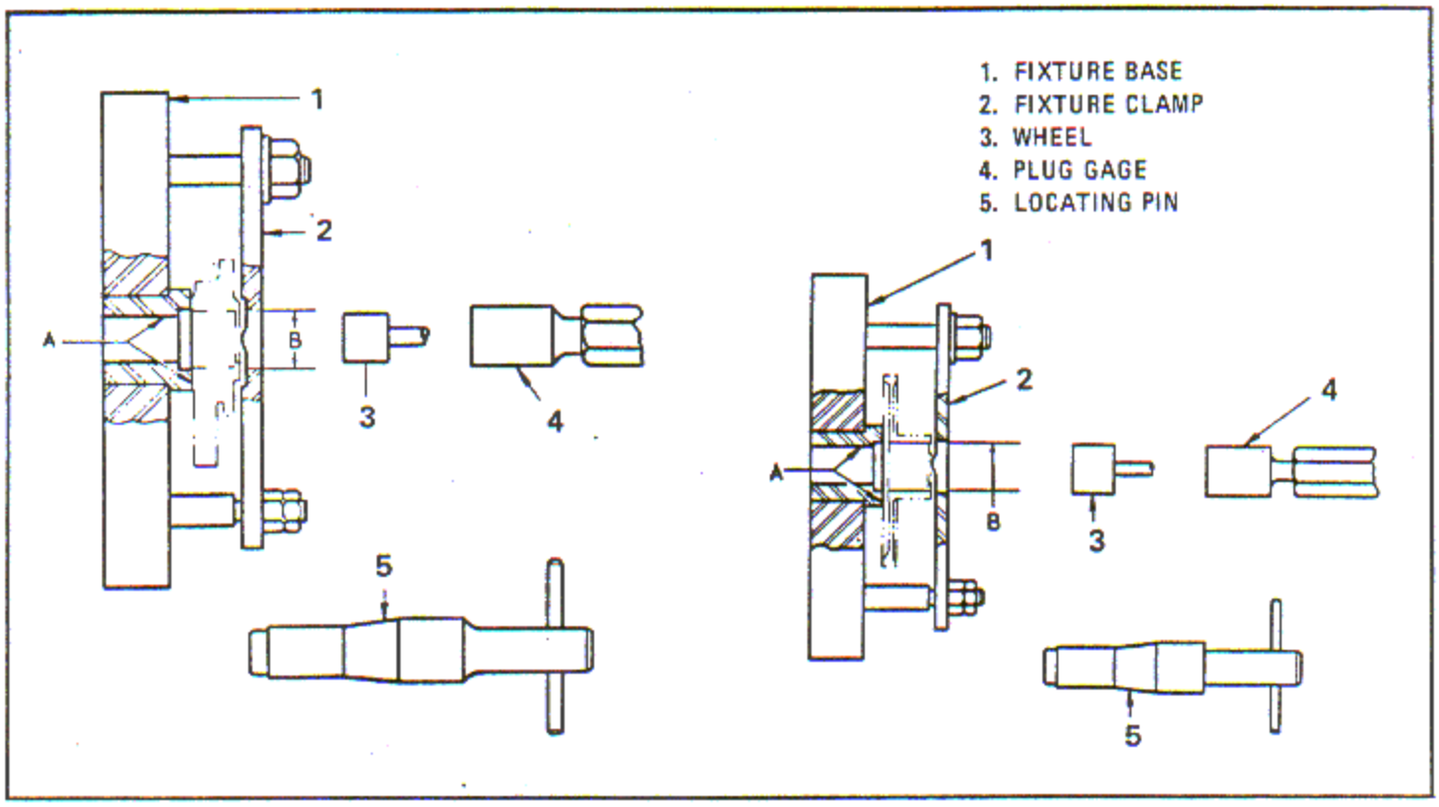

Figure 6-71. Grinding Balanceweight Bore and Drive Gear Bore
a. Place the fixture (1, figure 6-71) on an internal or universal grinder faceplate and fasten lightly with screws in the holes provided.
c. Place the balanceweight on the fixture and clamp lightly with the fixture clamp (2). Insert the fixture locating pin (5) to center balanceweight and clamp securely. Remove the locating pin.
a. Place fixture (1, figure 6-71) on an internal or universal grinder faceplate and attach lightly with the screws in the holes provided.
c. Place balanceweight drive gear on the fixture (1) and clamp lightly with the fixture clamp (2). Insert the fixture locating pin (5) to center balanceweight gear and clamp securely. Remove the locating pin.
d. Grind inside diameter B to the proper oversize and check with plug gage (4). Use a Norton Wheel, No. A-150-MV, or equivalent, and the proper coolant to obtain a surface finish of 8 to 12 microinches. Refer to paragraph 6-305 for listing of oversizes.